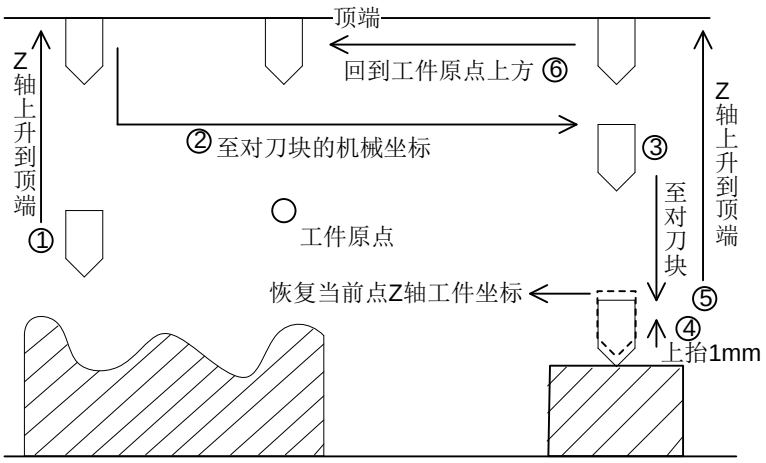

图 3-27 第二次对刀示意图
(3) 第一次对刀结束，进行工件加工。
(4) 换刀或断刀后，按下 F4【对刀】，在弹出的新操控栏下按 F5【换刀后对刀】，恢复当前点 Z 轴工件坐标值；如图 3-27 所示，该过程系统自动完成。